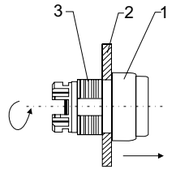

rys. 6
3) Na końcu należy odkręcić nakrętkę mocującą, co umożliwi wyjęcie członu napędowego z pulpitu (rys.6)